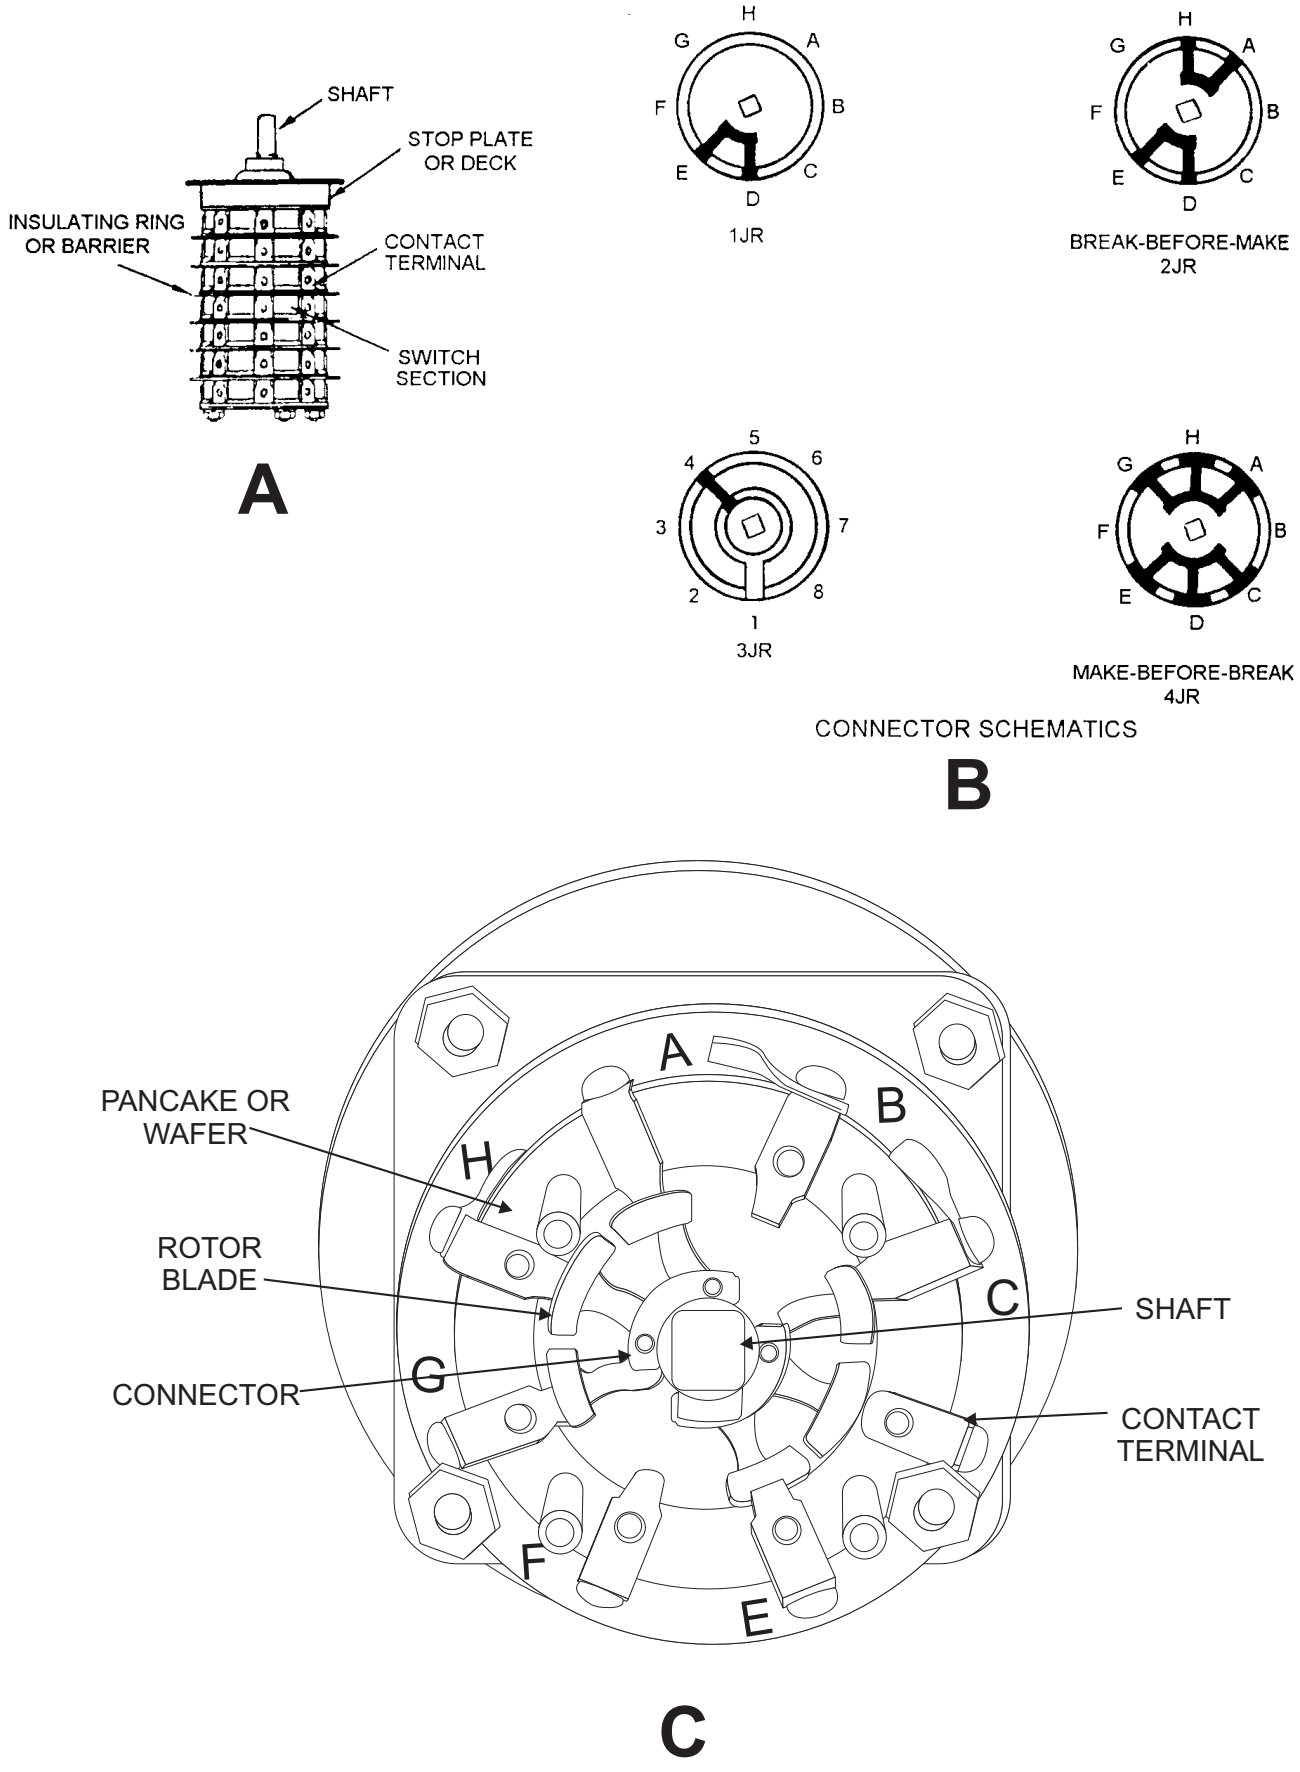

**Figure 5-5.—JR rotary switch: A. Typical switch arrangement, schematic; B. JR switch contact arrangement; C. Face view.**
**JR Rotary Switch**.—The letters *JR* are the designation for a family of rotary switches. These switches (fig. 5-5), by a single motion, control a number of switches called pancakes or wafers located on the same shaft. To do this, the switch is built in layers, or wafers, along the shaft of the switch handle (fig. 5-5, view A). The number of contacts determines the type of switching circuit. Usually all the wafers in the JR switches are identical; that is, they may be all make-before-break or break-before-make (fig. 5-5, view B). Each wafer is in itself a separate switch (fig. 5-5, view C).
As the handle of the switch is turned, the rotor blades in all wafers turn simultaneously to make and break the circuits. A detente wheel is incorporated in each switch assembly to ensure proper positioning. Also, a stop plate (fig. 5-5, view A) limits the rotation of the switch by means of a stop pin. The pin is fixed in the stop plate to prevent over travel.
The stop deck on the JR switch (fig. 5-5, view A) permits setting the switch to the number of positions desired. By inserting pins or screws in the stop deck immediately after the desired last position, you can keep the switch from moving beyond that point.